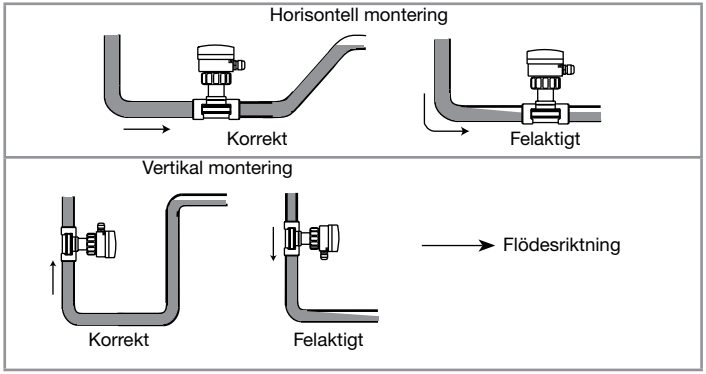

Bild 9: Fyllning av röret
- Se till att röret alltid är fyllt i sektionen runt enheten (se Bild 9).
- Vid vertikal montering, se till att flödesriktningen är uppåtriktad (se Bild 9).